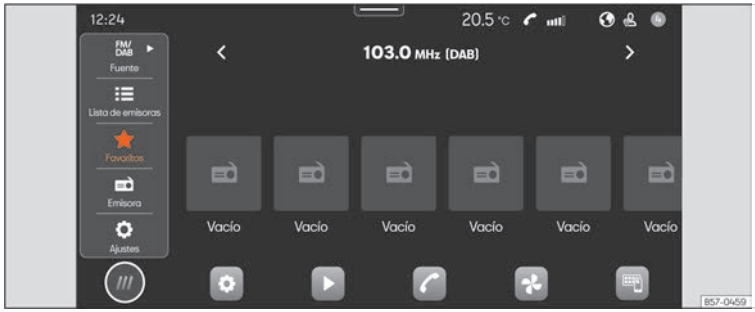

Fig. 164 Representació esquemàtica: Vista Radio.
- Premeu **HOME** > ››› fig. 164.